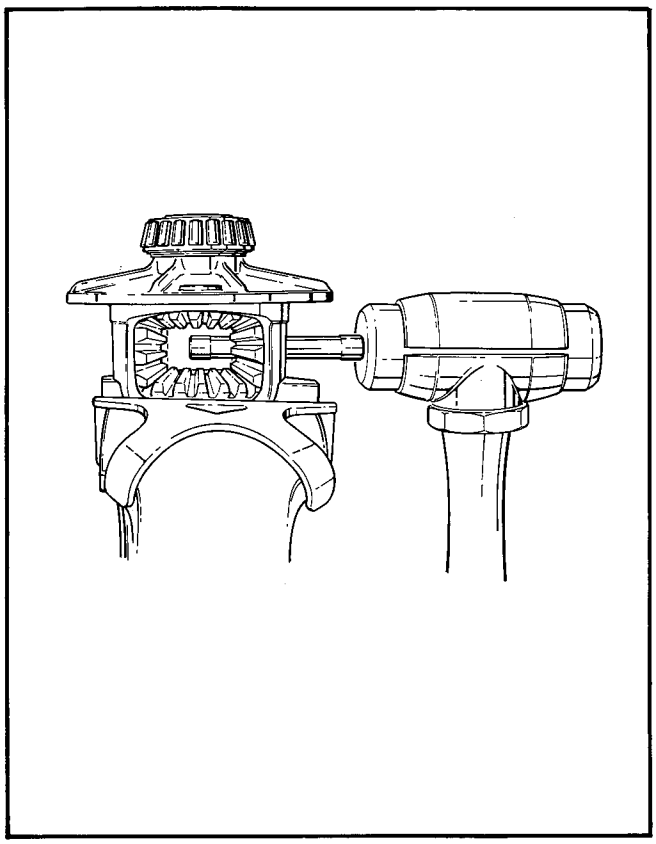

Figure 29 – Installing Pinion Mate Shaft
a. Install thrust washers (18) behind their respective side gear (17) and install in differential case.
b. Install thrust washers (16) and pinion mate gears (15).
c. Rotate pinion mate gears (15) until pinion mate shaft (14) can be inserted. Use soft hammer if necessary to drive mate shaft into case, Figure 29.